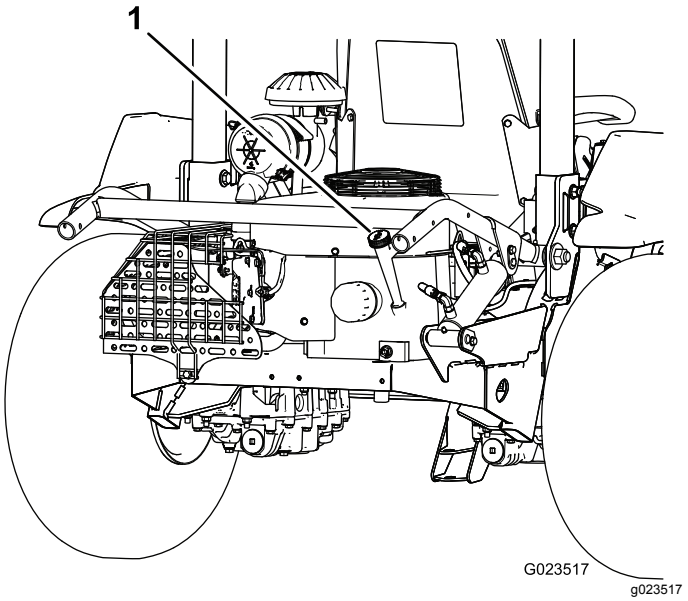

**Figur 14**
2. Fjern målepinden (Figur 14), og tør den af med en ren klud (Figur 15).